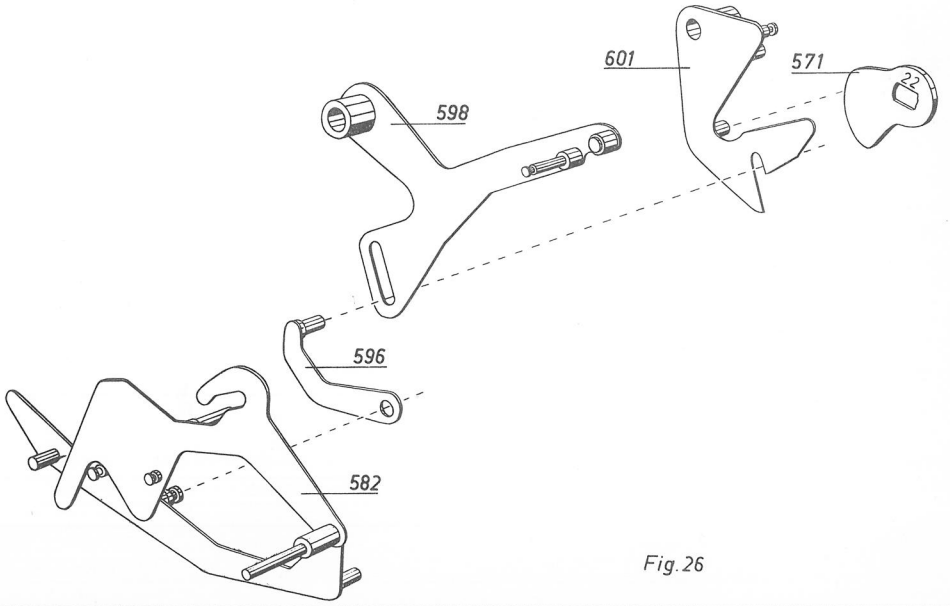

Fig. 26
Der Mitnehmerhebel (596, Fig.26), der den Treibarm (601) und Hebel (598) durch einen Zapfen verbindet,ist auf dem Sperrhebel (582) gelagert. Der Sperrhebel (582) zieht, wenn er von dem Zapfen V des Registriersegmentes freikommt (siehe Seite 37), den Mitnehmerhebel (596) so weit herunter, dass er mit seinem Zapfen aus der Nute des Treibarmes (601) gleitet. Die Folge davon ist, dass der Treibarm, der bei jeder Maschinenumdrehung von der Kurve "22" bewegt wird, den Hebel (598) dabei nicht beeinflusst.